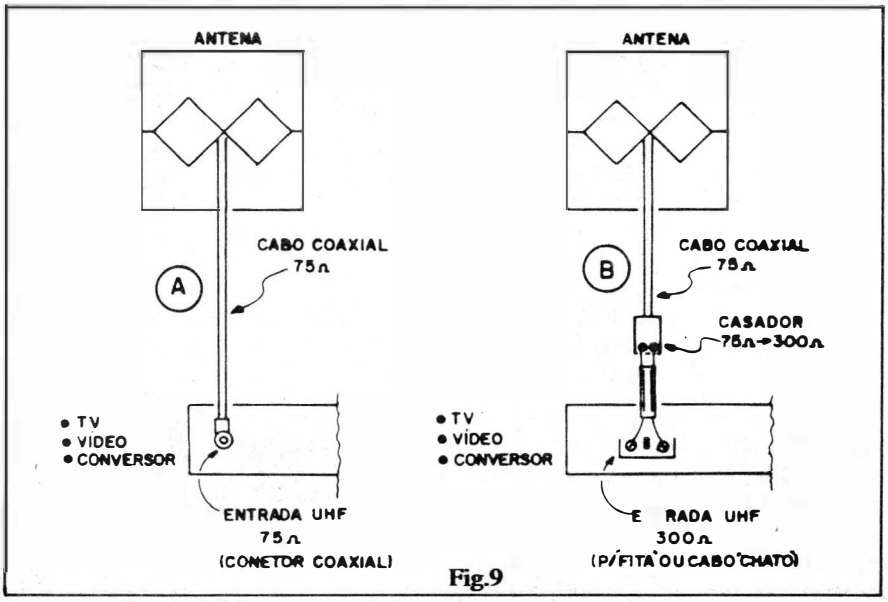
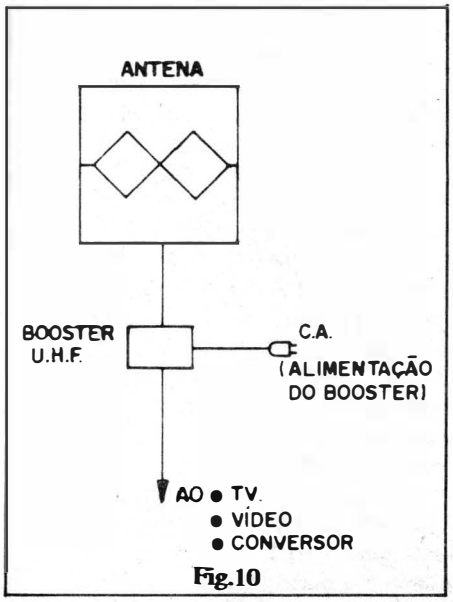

Fig.9
Fig.10
- **FIG. 9** - Adequação do cabo de descida. A chamada **impedância** de saída da nossa antena situa-se entre 60 e 80 ohms, o que exige sua conexão ao sistema de recepção via cabo coaxial (redondo) de 75 ohms. A figura dá as "dicas" de como fazer a ligação, em dois casos básicos: 9-A mostra um aparelho de TV, vídeo ou conversor, cuja **entrada de antena** apresenta 75 ohms de impedância (conetor coaxial), caso em que a ligação pode ser direta. Em 9-B, contudo, o primeiro módulo usado na recepção (televisor, vídeo ou conversor) tem sua **entrada de antena** com impedância de 300 ohms (par de parafusos, para conexão de "fita" de 300 ohms). Nessa situação é exigido o uso de um **casador** (75-300 ohms) que deve fisicamente estar **junto ao aparelho** (e não junto à antena). Em qualquer caso, a **descida** deve ser feita em cabo coaxial redondo, 75 ohms, de boa qualidade. IMPORTANTE: nunca se deve usar cabo "demais"; o comprimento deve ser o estritamente necessário, evitando-se dobras, ângulos ou "rolos" de cabo pelo caminho, entre a antena e o primeiro módulo de recepção... Quanto mais direto o percurso, melhor para a recepção.
- **FIG. 10** - Dentro dos alcances e condições normais de recepção, nossa antena dará resultados bons, porém, em casos extremos (quanto à distância da estação),poderá ser necessária a inclusão de um "reforçador" de sinal entre a antena e o receptor. Esse "reforçador" é encontrado no comércio especializado, sob o nome de BCOSTER DE UHF. Esse dispositivo de amplificação deve situar-se fisicamente **próximo da antena**, de modo que o cabo de descida já seja percorrido pelo sinal "reforçado". Os BOOSTERS contém circuitos e necessitam de alimentação que tanto pode ser puxada da C.A. local, via "rabicho" e tomada, quanto "levada" ao "reforçador" através do próprio cabo de descida (as instruções estão sempre nos folhetos que acompanham o dispositivo, desde que seja de boa procedência...). Lembrar sempre: se a **entrada de antena** do BOOSTER for de 75 ohms (coaxial), o cabo pode ser ligado diretamente, caso contrário (entrada de 300 ohms) deverá ser intercalado um CASADOR 75-300 (ver fig. 9).
- **14-B** - O receptor é apenas para VHF, mas está conjugado a um vídeo-cassete. Nesse caso, a interligação é mais simples e direta: o cabo que vem da antena de VHF (como já estava, certamente...) deve ser ligado à entrada VHF "IN" do VCR. O cabo que vem da antena de UHF deve ser ligado (eventualmente via "casador 75-300" - ver fig. 9-B) à entrada UHF "IN" do VCR. A ligação original entre o VCR e a TV pode ficar como está (cabo entre a "saída de RF" ou VHF "OUT" do VCR e a entrada normal da antena do receptor de TV). Nesse caso, o seletor da TV deve ficar, **sempre** no canal 3 ou 4 (dependendo do ponto "vago" existente na sua região ou cidade, condicionado pelo chaveamento feito no VCR para tal escolha...), e **toda** a sintonia, seja em VHF, seja em UHF, deve ser feita **exclusivamente** através do vídeo (este, obviamente, deve estar **ligado**, para que seu **tunner** interno exerça a função receptora e conversora necessária à entrega do sinal ao aparelho de TV.